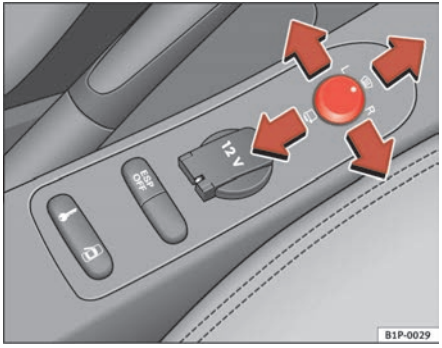

Fig. 87 Exterior mirror control
1. Turn knob ⇒ fig. 87 to position **L** (**left exterior mirror**). ▶
– Turn the knob forwards to the central position ⇒ page 124, fig. 87 (1) so that the heated rear view mirrors warm up and the heated windscreen* in the wiper blade rest area is activated ⇒ page 120
– Turn the control ⇒ page 124, fig. 87 to position to fold in the exterior mirrors. You should always fold in the exterior mirrors if you are driving through an automatic car wash. This will help prevent damage.